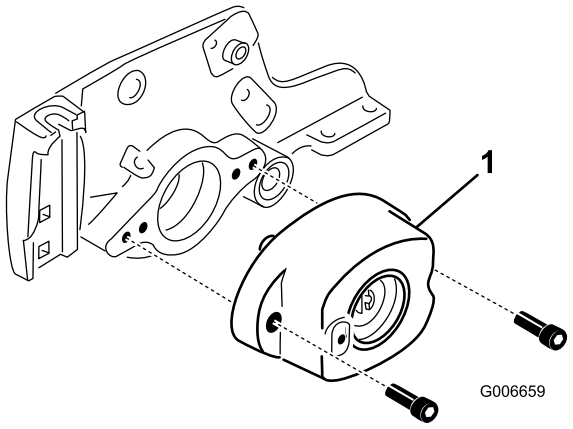

Bild 18
10. Entfernen Sie die zwei Schrauben, mit denen das Lagergehäuse an der Seitenplatte der Schneideinheit befestigt ist (Bild 18).
11. Nehmen Sie das Lagergehäuse von der Seitenplatte ab (Bild 18).